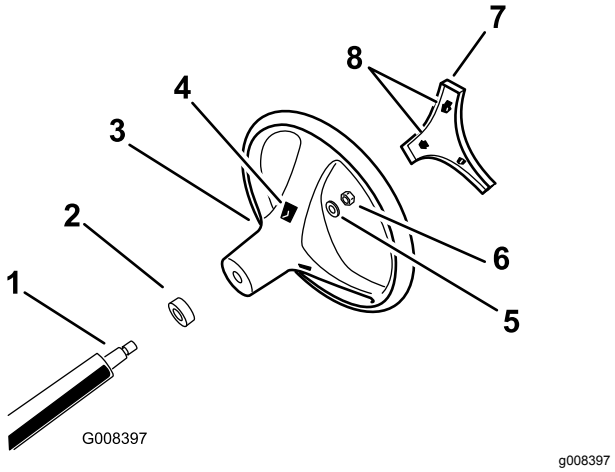

Figur 3
4. Fest rattet til stangen med låsemutteren og stram låsemutteren med et moment på 24–29 N·m, som vist i Figur 3.
5. Juster tappene på dekslet med åpningene i rattet, og trekk dekslet på rattnavet (Figur 3).